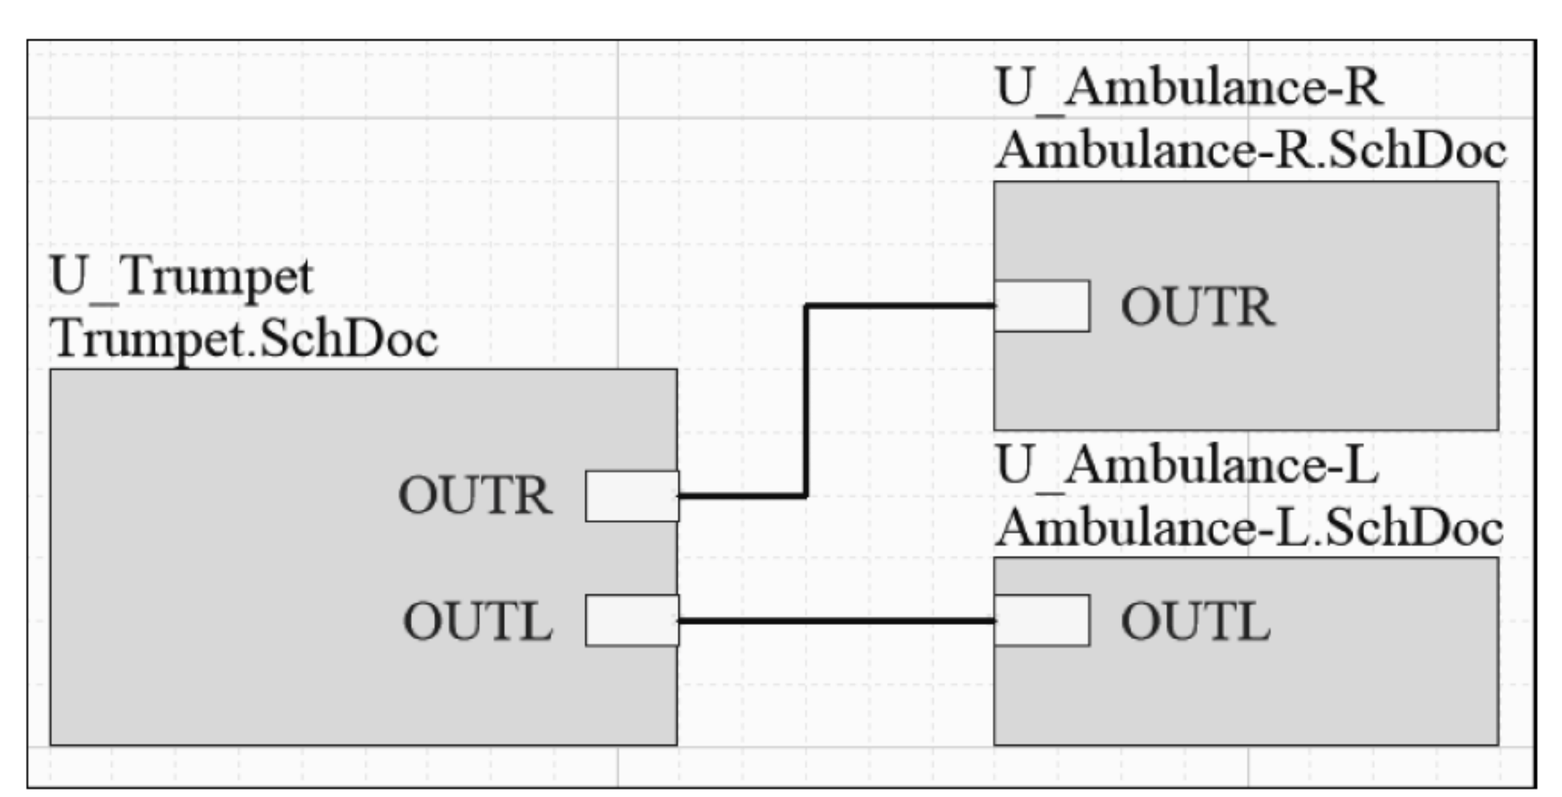

图 1-40 连接好的页面符
(4) 用导线连接各个页面符,页面符可以移动,内部图纸入口也可以移动,以便于连接。连接之后如图 1-40 所示。